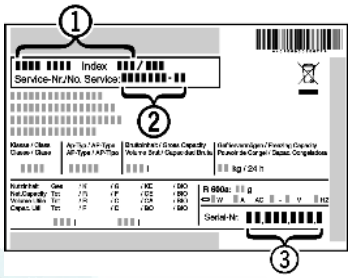

Fig. 10
- ▶ Наименование устройства *Fig. 10 (1)*, сервисный № *Fig. 10 (2)* и серийный № *Fig. 10 (3)* считайте с заводской таблички. Заводская табличка находится внутри устройства слева.
- ▶ Обратитесь в сервисную службу и сообщите вид неисправности, наименование устройства *Fig. 10 (1)*, сервисный № *Fig. 10 (2)* и серийный № *Fig. 10 (3)*.